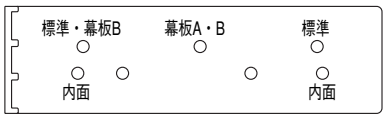

図10-1　孔開け治具
- 孔開け治具の「幕板」と刻印した孔を使ってください。（図10-1参照）